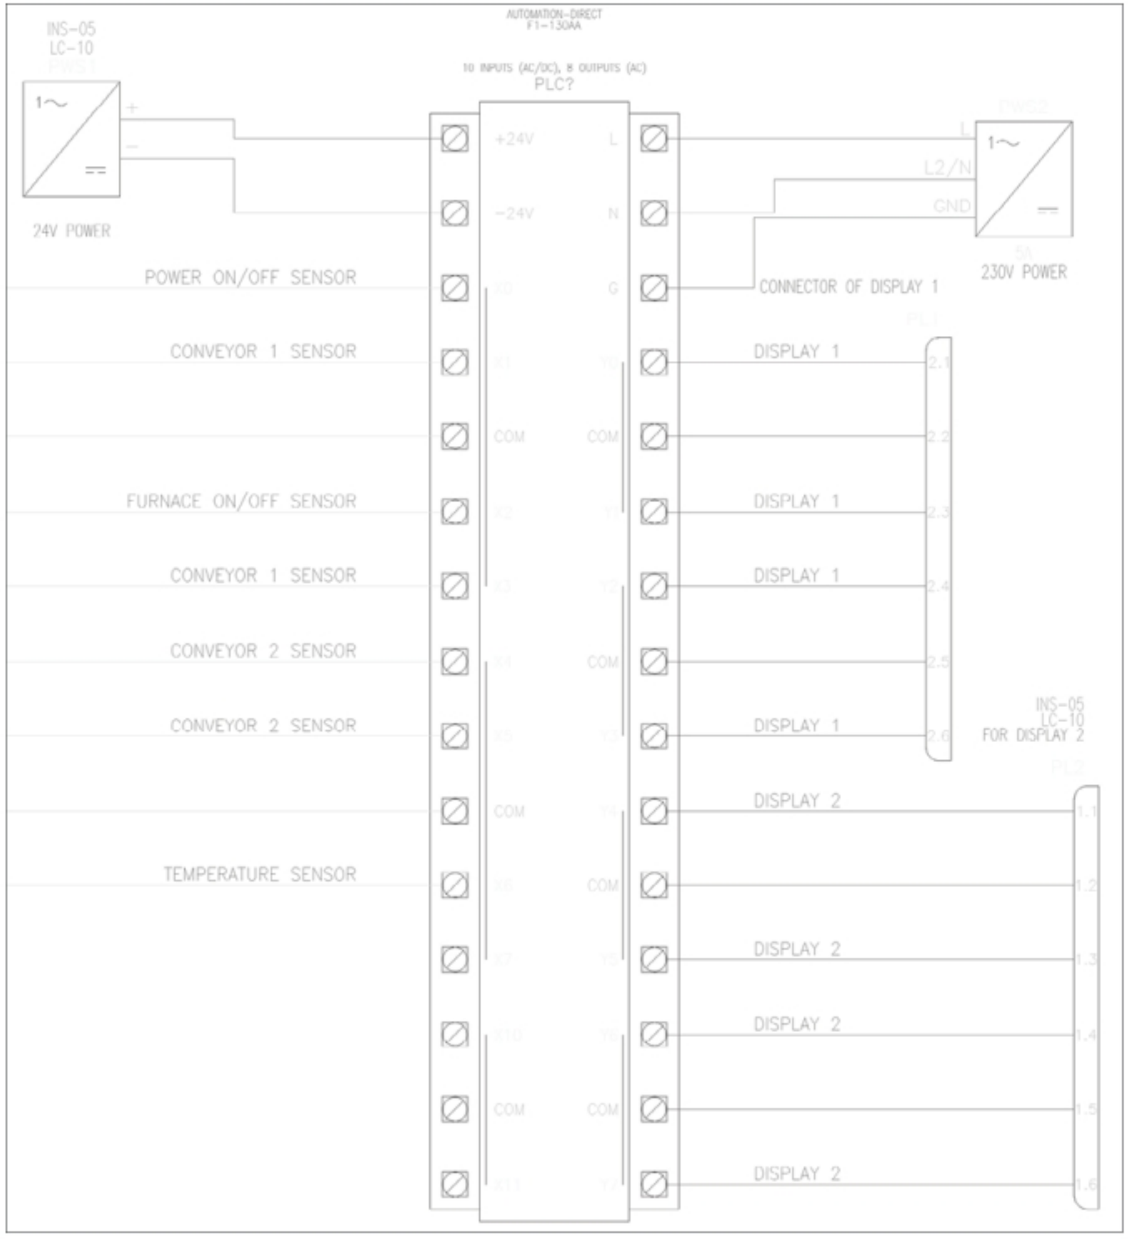
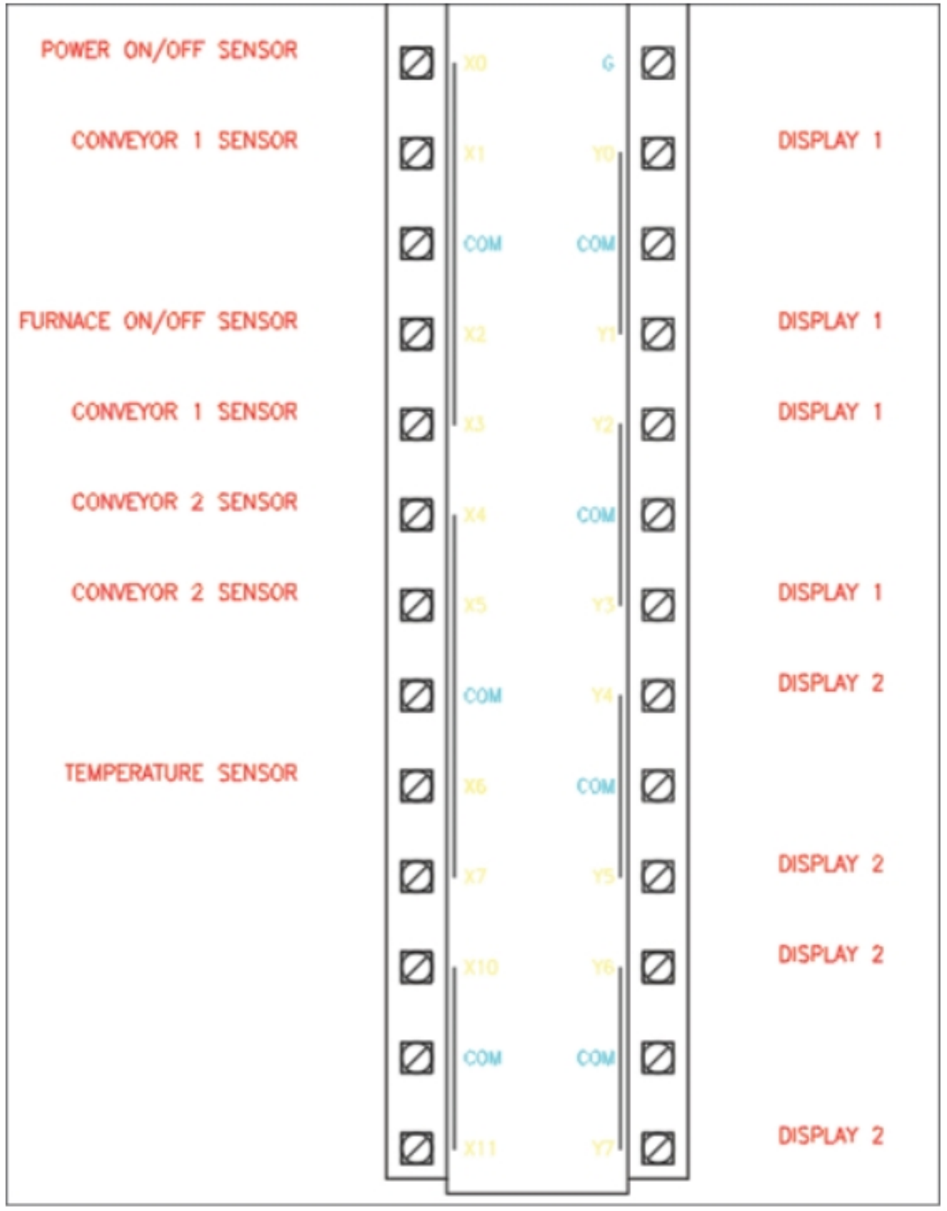

Figure-26. Schematic for PLC
Figure-30. PLC after defining descriptions
Create the schematic drawing of PLC circuit as shown in Figure-26.
- Similarly, specify descriptions for all the points as per Figure-26. Set the installation and location codes to defaults set for drawing. The drawing should display as shown in Figure-30.